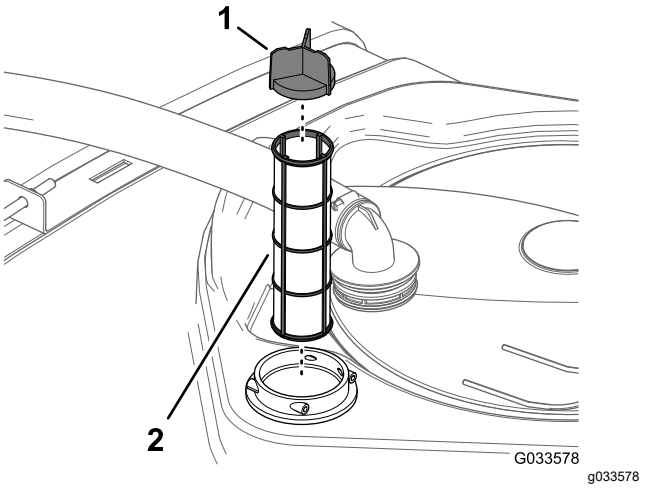

Figura 113
4. Retire el filtro de aspiración usado del alojamiento del filtro del depósito (Figura 113).